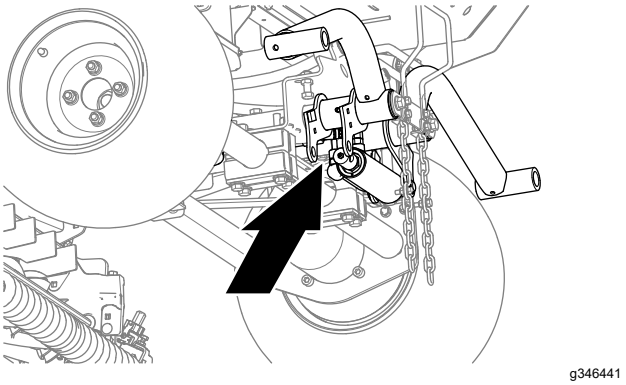

Rysunek 13
1. Umieść wanienkę pod armaturą hydrauliczną siłownika podnoszącego (Rysunek 13).